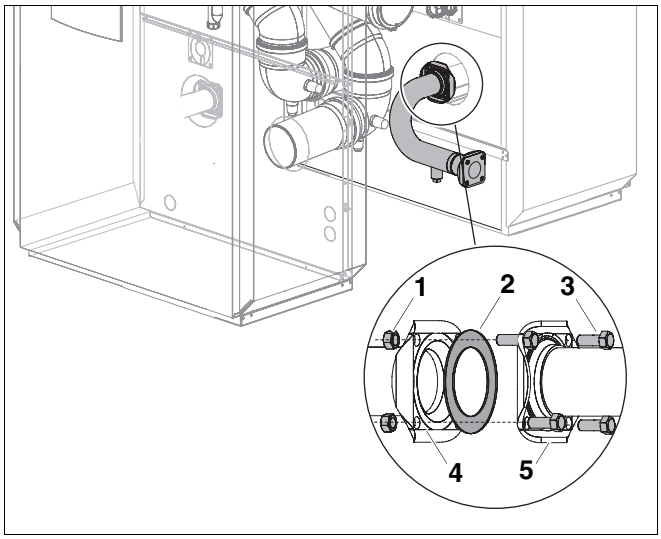

Fig. 8 Montage du raccordement retour à la première chaudière
- Placer le joint (fig. 8, **pos. 2**) dans le retour de la chaudière.
- Visser manuellement la bride du tuyau de retour (fig. 8, **pos. 5**) à celle du retour (fig. 8, **pos. 4**) de la chaudière à l'aide de quatre vis (fig. 8, **pos. 3**) et écrous (fig. 8, **pos. 1**).